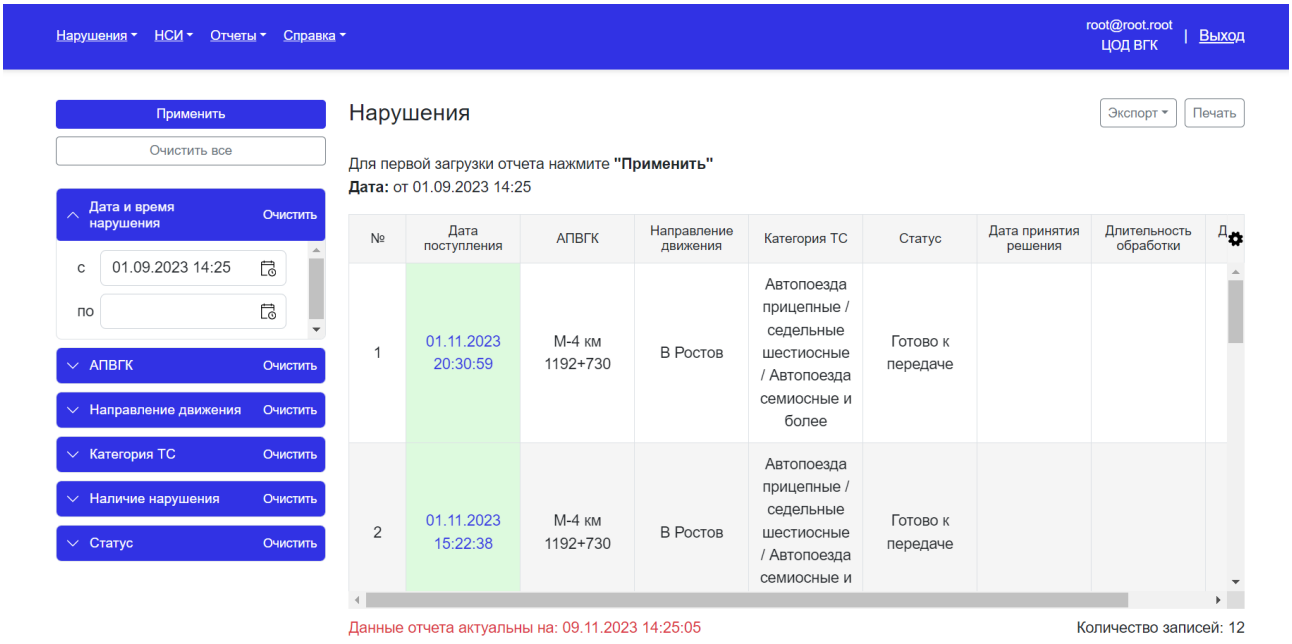

Рисунок 213 - Отчет «Нарушения»
5. При нажатии на кнопку «Применить» производится фильтрация журнала по установленным параметрам (Рисунок 213);